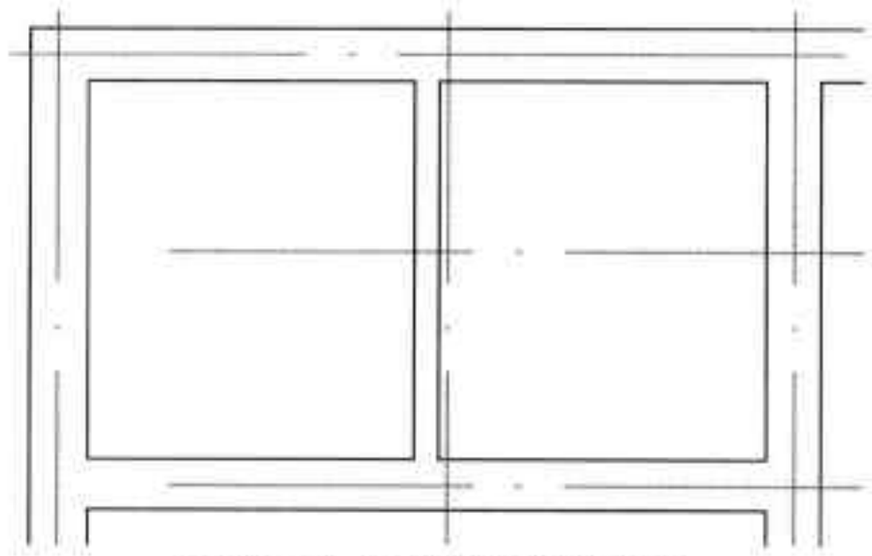

图16-56 完成等分墙的绘制
Step 04 选择后即完成了等分墙体的绘制操作，如图 16-56 所示。